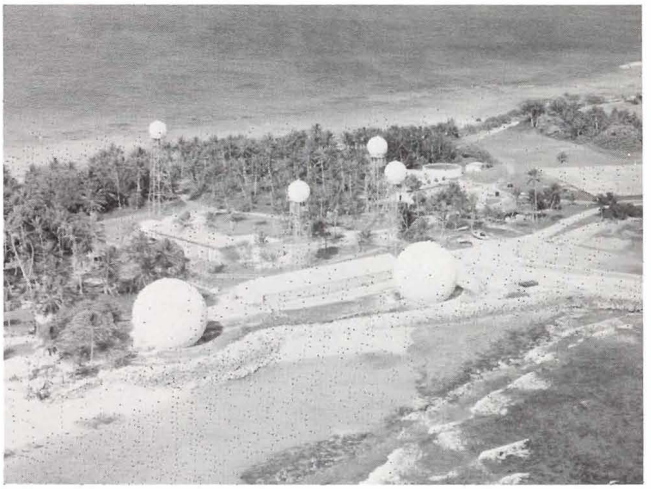

Figure 4. Primary telemetry ground station on Ennylabegan.
■ Telemetry ground stations are located on three islands -- Ennylabegan, Gagan, and Roi-Namur. These locations give near optimum tracking geometry for both impact and launch operations. The main telemetry installation (fig 4) is located on Ennylabegan. Here six F-band, state of the art, auto-tracking antennas receive data transmitted by reentry vehicle and missile on-board telemetry systems. Four antennas are 10 feet in diameter, one is 28 feet, and another is 24 feet.